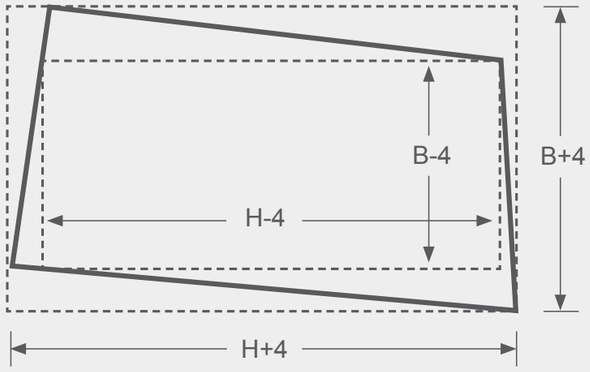

Fig. 1: determinação de comprimento, largura e esquadro.
Esses retângulos devem ter seus lados paralelos e ser concêntricos (Fig. 1). As tolerâncias de medida das dimensões nominais de comprimento (H) e largura (B) são de 4 mm.